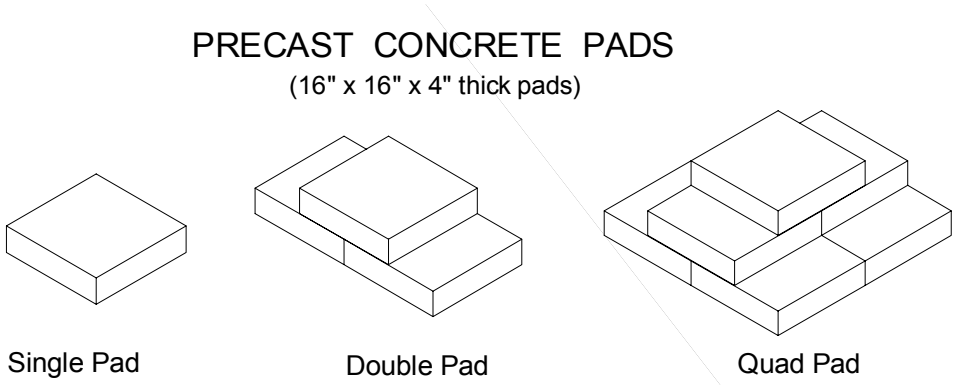
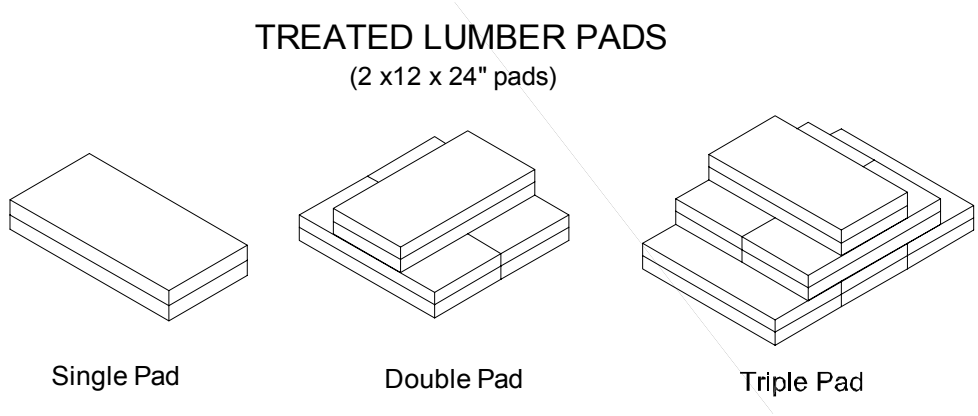

Figure 13. *Multiple Concrete Pads*
Figure 14. *Multiple Lumber Pads*
- The footing sizes shown are for square pads and are based on the surface area (square inches). Design non-square footings such that the area and depth is equal to or greater than the area and depth of the square footing shown in **Table 10**, and the distance from the edge of the pier to the edge of the footing is not more than the thickness of the footing. See **Table 11** for equivalent sizes of some alternate footing sizes and shapes. See **Figure 13** and **Figure 14** for details of certain multiple pad configurations.